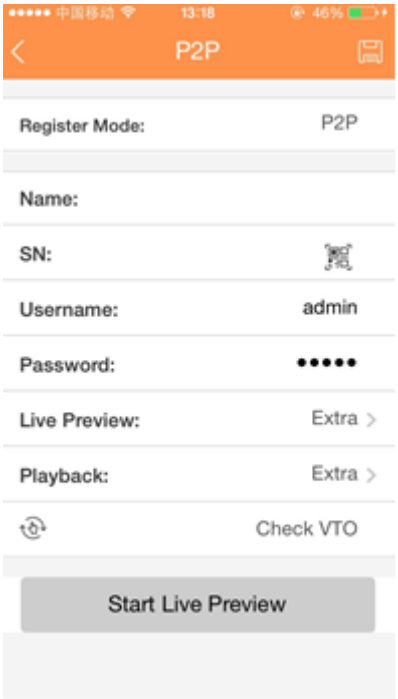

Figure 4-103
- Tap Device manager button, you can use several modes (P2P/DDNS/IP and etc) to add the device. Click to save current setup. Tap Start Live preview to view all-channel video from the connected device. See Figure 4-103.